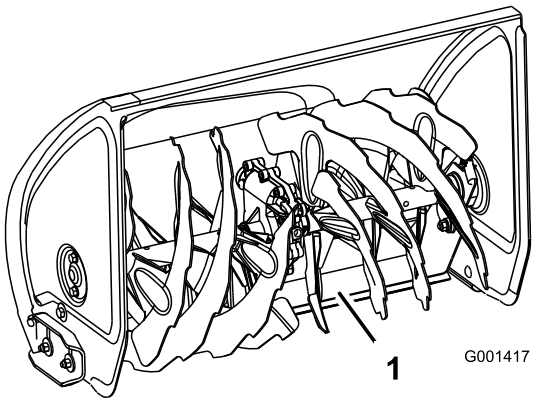

Figur 44
4. Skyv ned håndtakene for å la svingskrapen flytte seg helt fremover, og sett så forsiden av snøfreseren ned slik at den fremre kanten av svingskrapen kommer i kontakt med bakken (Figur 44).